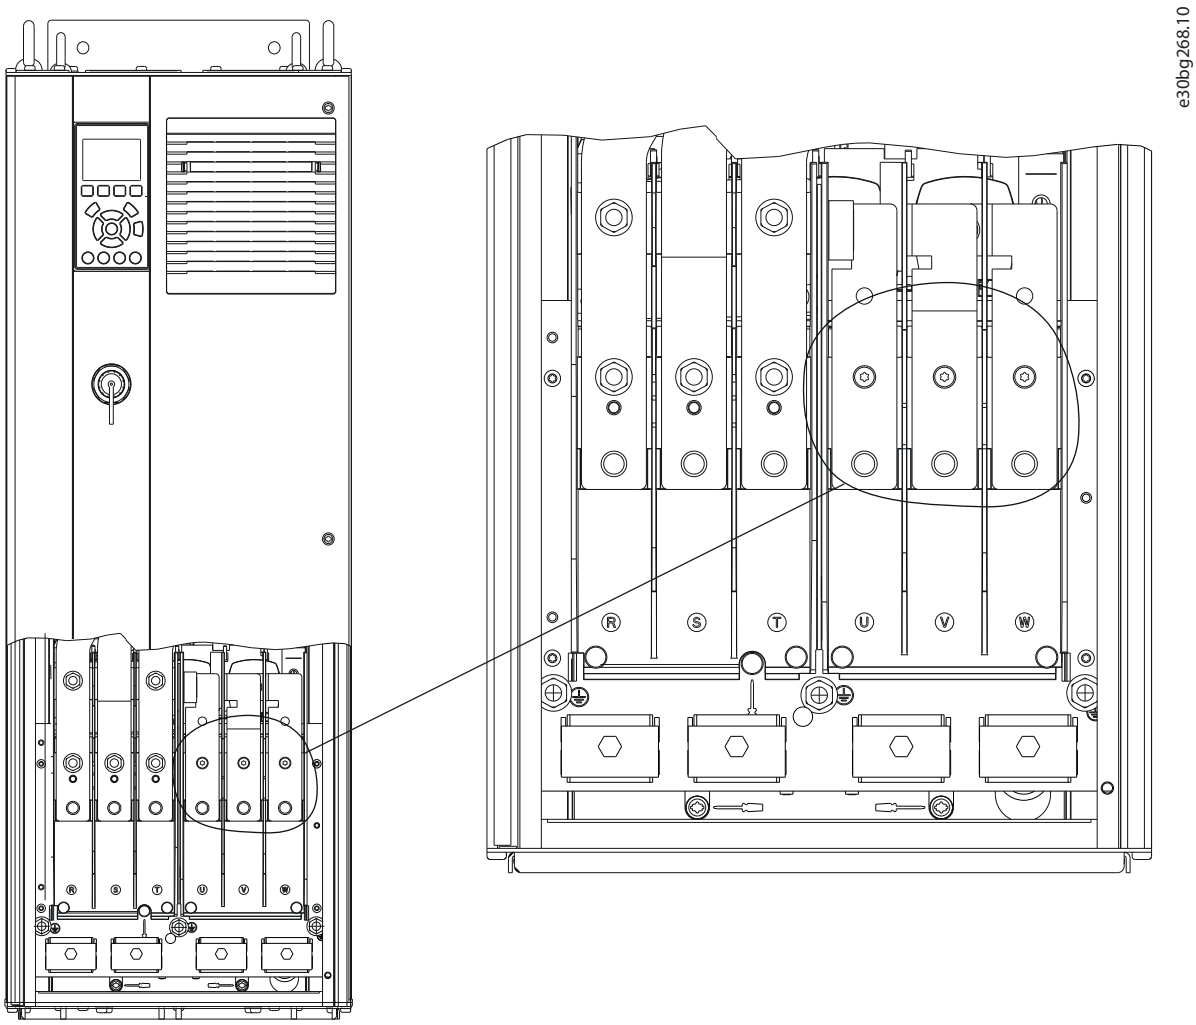

Ilustración 5.4 Terminales del motor (se muestra el alojamiento D1h)
3. Conecte el cable de conexión toma a tierra al terminal de conexión a tierra más cercano, conforme a las instrucciones de conexión a tierra incluidas en el *capétulo 5.4 Conexión toma a tierra*. Consulte la *Ilustración 5.4*.
4. Conecte el cableado del motor trifásico a los terminales 96 (U), 97 (V) y 98 (W). Consulte la *Ilustración 5.4*.